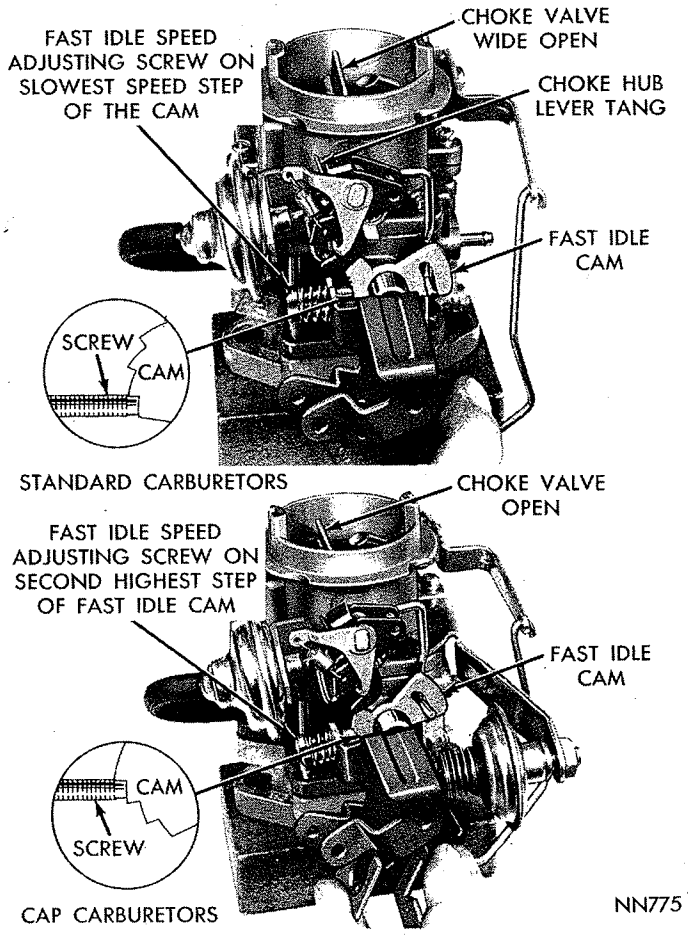

*Fig. 19—Fast Idle Speed Adjustment (on the Vehicle)*
(1) With engine running, and transmission in neutral position, open the throttle slightly.
(2) **On Standard carburetors,** close the choke valve about 20 degrees, then allow throttle to close. Return choke valve to the open position. The fast idle speed adjusting screw should contact the slowest speed step on fast idle cam (Fig. 19).
(3) **On CAP Carburetors,** open the throttle until the fast idle screw can be positioned on the second highest step of the cam (Fig. 19). **The air cleaner must be installed while measuring the engine speed.**
(4) With the engine warmed up to normal operating temperature, turn fast idle speed adjusting screw **in** or **out** to secure 700 rpm (Standard Carburetors) or 1550 rpm (CAP Carburetors).**